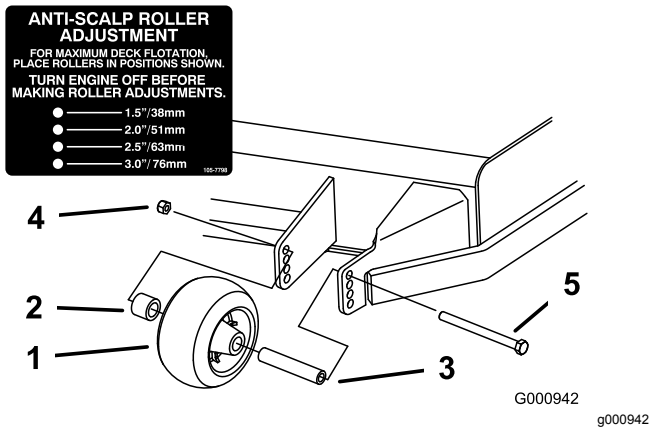
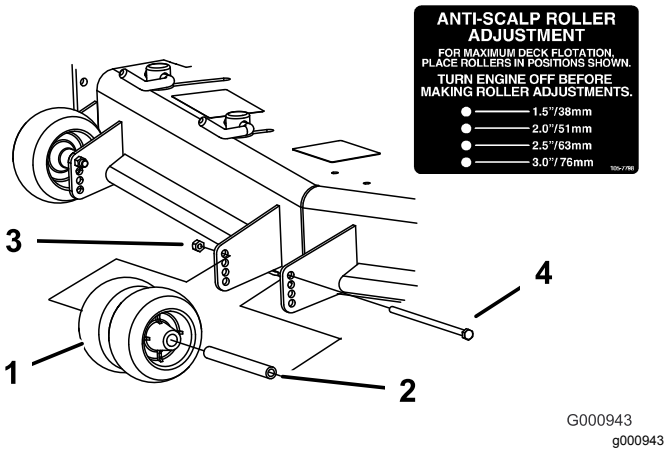
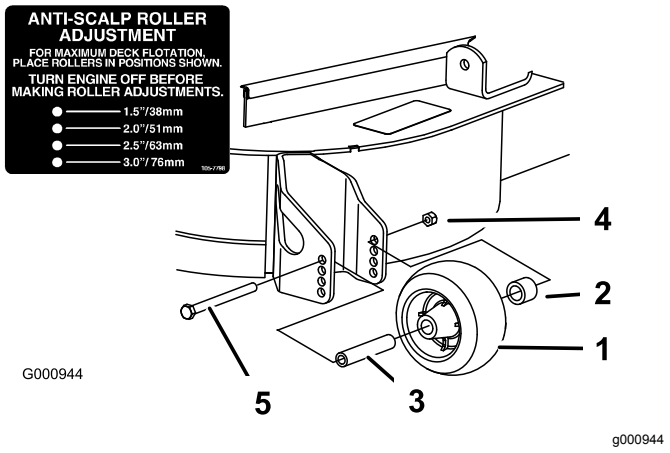

Bild 29
Bild 30
Bild 31
3. Stellen Sie die Antiskalpierrollen ein, wie in Bild 29, Bild 30 und Bild 31 abgebildet.